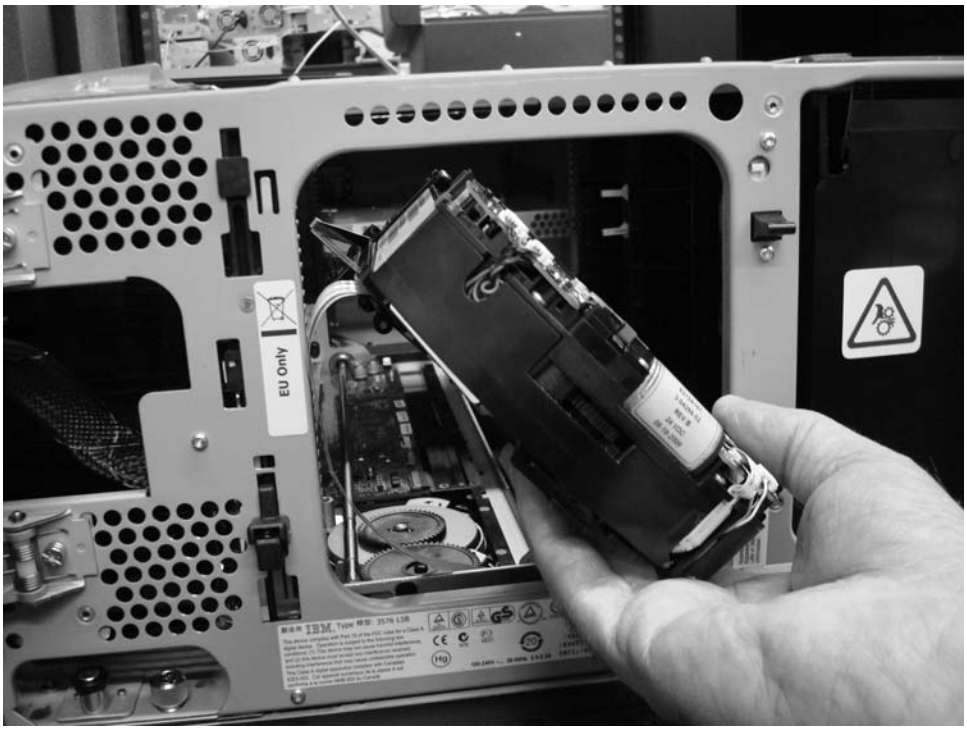

Figure 7-111. Remove the Picker Assembly
10. Carefully lift and tilt the Picker Assembly and pull it out the front door as shown in Figure 7-111.